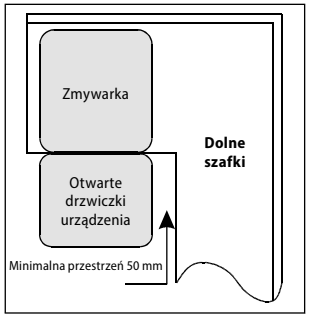

Rys. 13
- Jeżeli zmywarka jest zainstalowana w rogu dolnych szafek, należy pozostawić wokół otwartych drzwiczek zmywarki przestrzeń co najmniej 50 mm (Rys. 13).